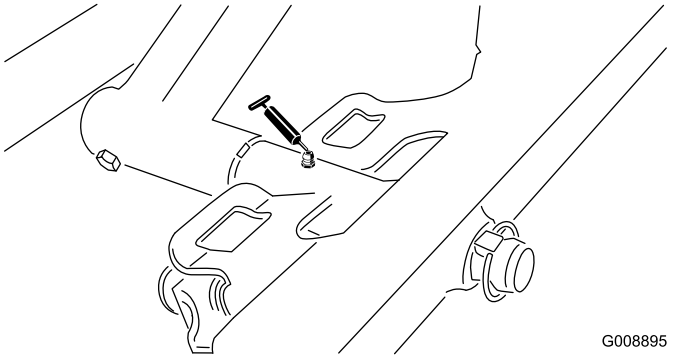

Figur 31
- Forreste klippeenheds drejetap (Figur 31)